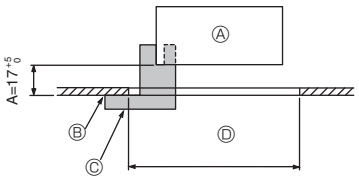

Fig. 9-2
①	Grille	1	950 × 950 (mm)
②	Modello per l'installazione	1	(Diviso in 4 parti)
③	Vite (4 × 16)	1	Per PLP-6EAE, PLP-6EALE, PLP-6EALME2
④	Pannello angolare i-see sensor	1	Per PLP-6EAE, PLP-6EALE, PLP-6EALME2
⑤	Telecomando senza fili	1	Per PLP-6EALM2, PLP-6EALME2
⑥	Supporto del telecomando	1	Incluso se è in dotazione il telecomando wireless. *
⑦	Batterie AA LR6	2	Incluso se è in dotazione il telecomando wireless. *
⑧	Viti autofilettanti da 3,5 × 16	2	Incluso se è in dotazione il telecomando wireless. *
9.2. Preparazione dell'attacco della griglia (Fig. 9-2)
• Utilizzando il modello ② fornito con questo kit, regolare e controllare la posizione dell'unità principale rispetto alla superficie del soffitto. Se l'unità principale non è posizionata correttamente rispetto alla superficie del soffitto, potrebbero derivarne perdite d'aria o la formazione di condensa.